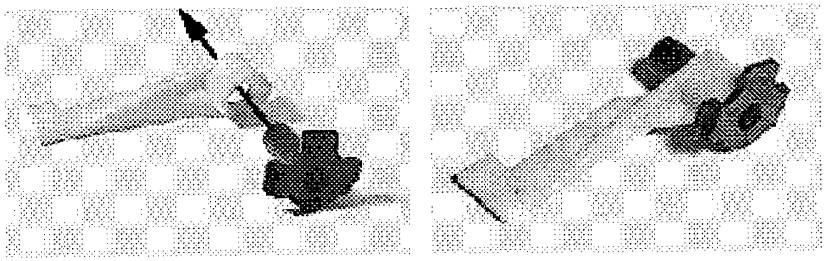

Рис. 4-24 **Рычаг с кулачком в сборе**
4. Вставьте кулачок рычага в новый рычаг, как показано на рис. 4-24.